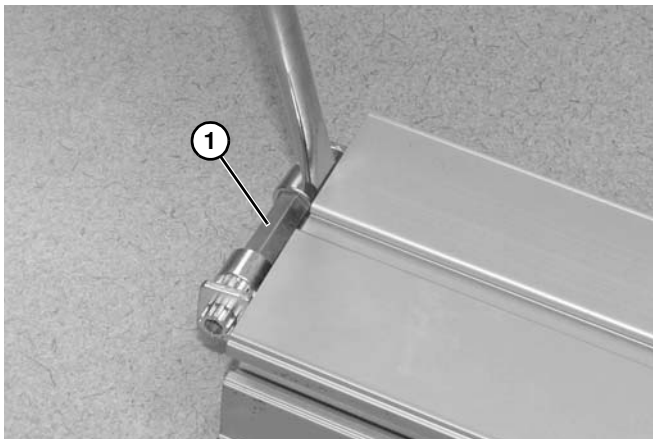

Abbildung 88
3. Ritzelbaugruppe **(Abbildung 88, Teil 1)** vom Förderbandrahmen herausbrechen und dabei die Seiten wechseln.